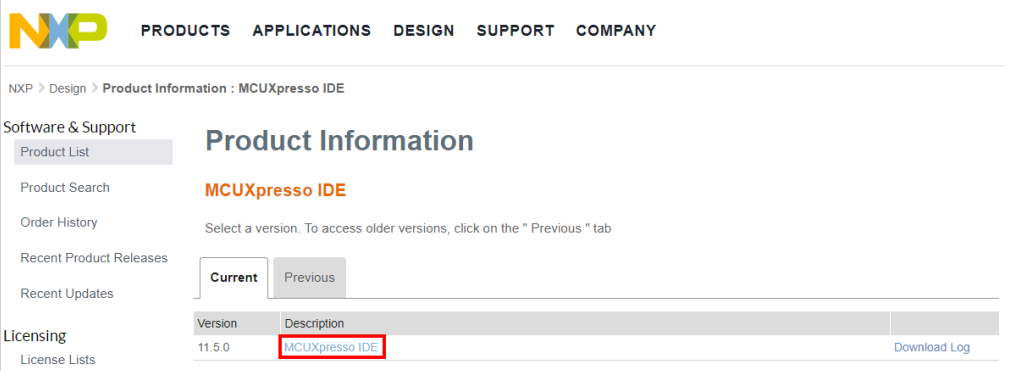

Figure 65. Select MCUXpresso
4. Click on MCUXpresso IDE as shown in Figure 65: